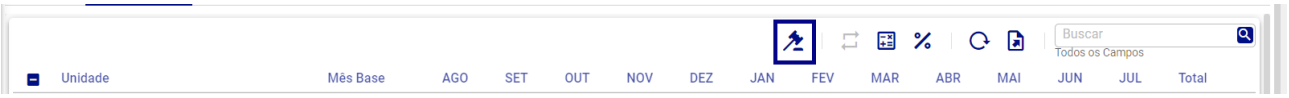

Figura 295: Concluir
- **Concluir (Figura 295):** Permite concluir o orçamento de um item diretamente da tela de cálculo, sem a necessidade de acessar a tela de **"Conclusão"**. Uma vez concluído, os campos são bloqueados para edição.